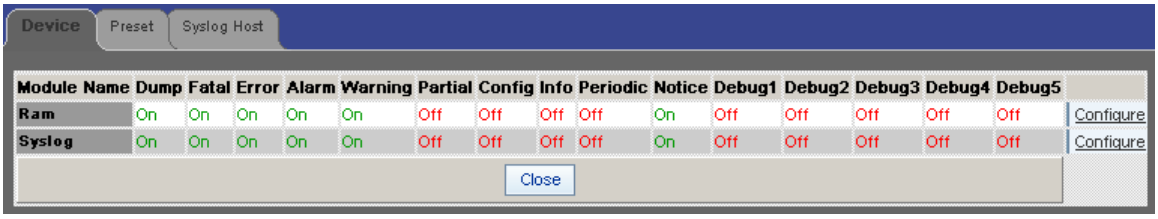

Figure 14 Log System Configurator (Device Tab)
2. From **Logging**, select **Set Level**. The Log System Configurator (**Device** tab) window is displayed (Figure 14)